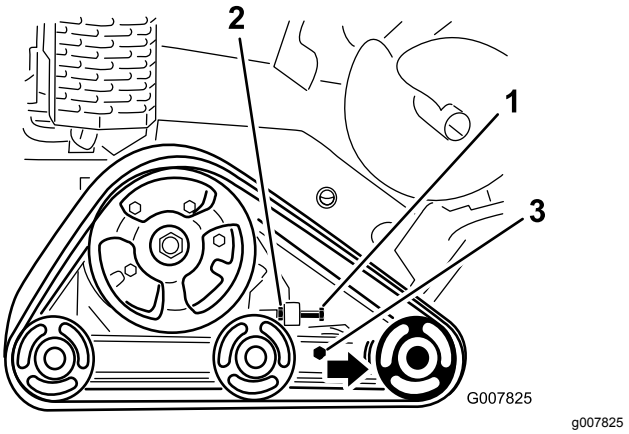

Figuur 48
3. Draai de contramoer van de spanbout van de rupsband en de klembouten van de spanarm los (Figuur 48).
4. Draai de spanbout aan tot 32,5 N·m to 40 N·m om de rupsband aan te spannen (Figuur 48).
4. Neem de spanbout en de contramoer weg (Figuur 48).
5. Draai de klembouten los (Figuur 48).